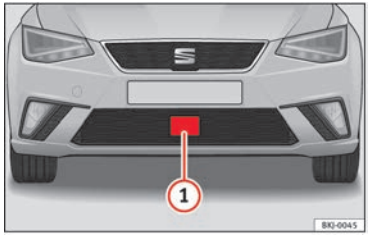

Fig. 164 On the front bumper: radar sensor.
A radar sensor is installed on the front bumper to determine the traffic situation ››› **Fig. 164** ①.